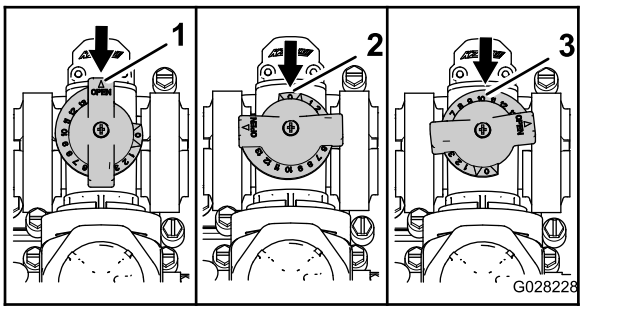

Figur 49
- Omrøringsomløbsventilen er helt i positionen OPEN (Åben) som vist i Figur 49.
- Omrøringsomløbsventilen er i positionen LUKKET (0) som vist i Figur 49.
- Omrøringsomløbsventilen er i en MIDTERPOSITION (justeret i forhold til trykmåleren til sprøjtesystemet) som vist i Figur 49.